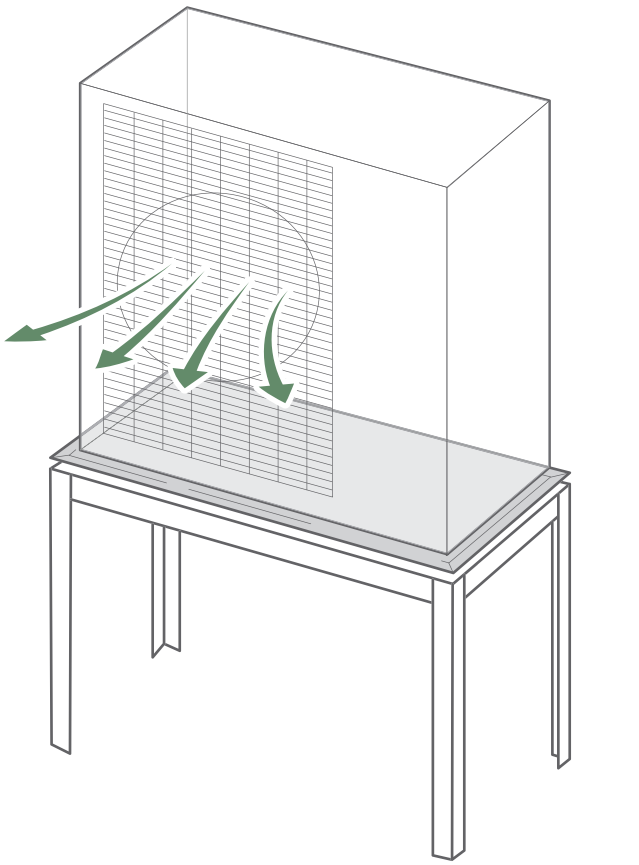

fig. 15 - Support haut (option)
- L'appareil doit être parfaitement accessible pour les travaux d'installation et de maintenance ultérieurs (*fig. 15, page 17*).